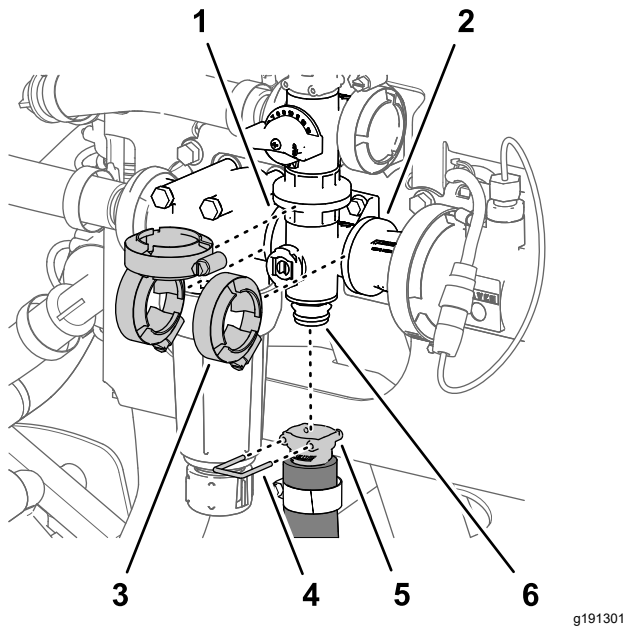

Figuur 131
1. Lijn de flens van de mengklepverdeler en 3 pakkingen uit met de flenzen van de mengomloopklep, de drukfilterkop en de koppelingsadapter (Figuur 130 en Figuur 131).
2. Bevestig de mengklepverdeler losjes aan de mengomloopklep, de drukfilterkop en de koppelingsadapter (Figuur 131); gebruik hierbij de 3 flensklemmen die u verwijderd hebt in De mengverdelerklep verwijderen (bladz. 86).
5. Draai de 3 flensklemmen met de hand vast (Figuur 131).
6. Monteer de snelkoppeling van de mengslang op de snelkoppelfitting van de mengklepverdeler; gebruik hierbij de snelkoppelingspen (Figuur 131).